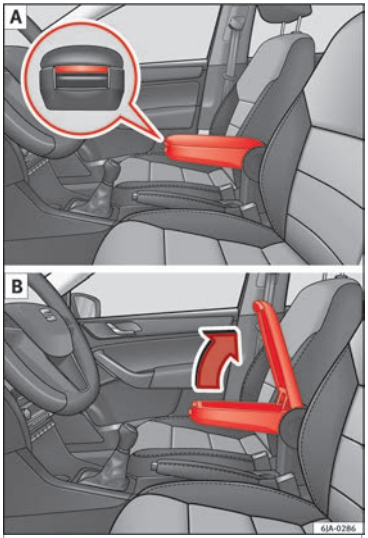

Fig. 146 Armrest/Opening and closing the storage compartment.
– Press the button located on the front of the armrest ››› **Fig. 146** - A.
– Lift the storage compartment lid ››› **Fig. 146** - B.